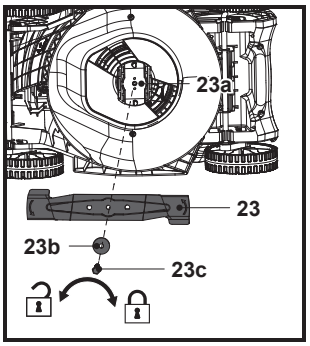

Fig. 19
5. Sustituya la cuchilla (23) por una nueva del mismo tipo. Observe primero el husillo para comprobar en qué estado se encuentra el soporte de la cuchilla (23a) y luego coloque la cuchilla (23) en su soporte (23a) alineándola con las marcas de este (23a). Fije el conjunto con la arandela plana (23b) y el perno de montaje (23c), y apriete a mano.
6. Sujete firmemente la cuchilla (23) con las manos protegidas con guantes de alta resistencia o un palo de madera y apriete el perno de montaje (23c) girándolo hacia la derecha a un par de 25-30 Nm para garantizar el funcionamiento seguro de la máquina (Fig. 19).